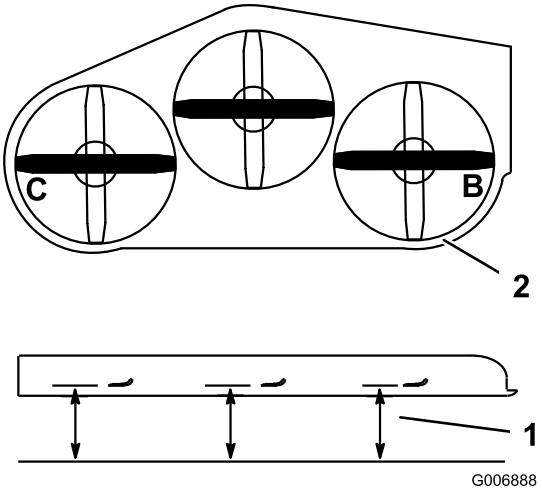

Figuur 83
1. Zet het **rechter** maaimes in de horizontale stand (Figuur 83).
2. Meet het rechtermes bij punt **B**. Meet de afstand tussen een horizontaal oppervlak en de snijrand van het maaimes (Figuur 83).
4. Zet het linker maaimes horizontaal (Figuur 83).
5. Meet het linker mes bij punt **C** (Figuur 83). Meet de afstand tussen een horizontaal oppervlak en de snijrand van het maaimes.